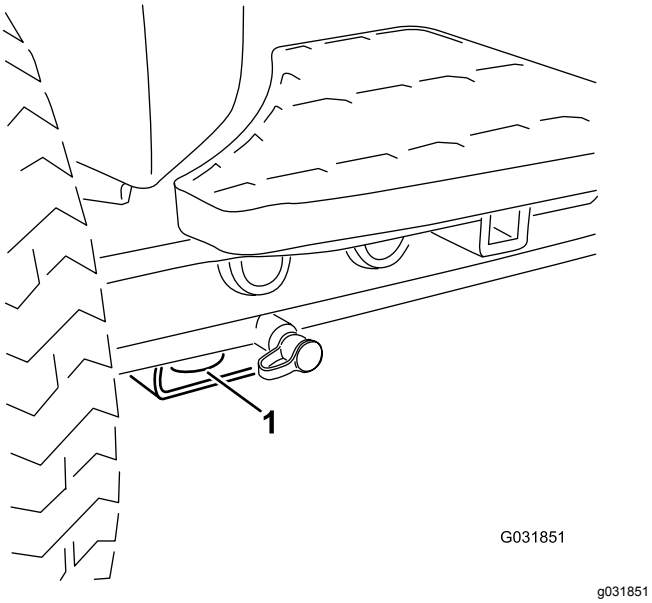
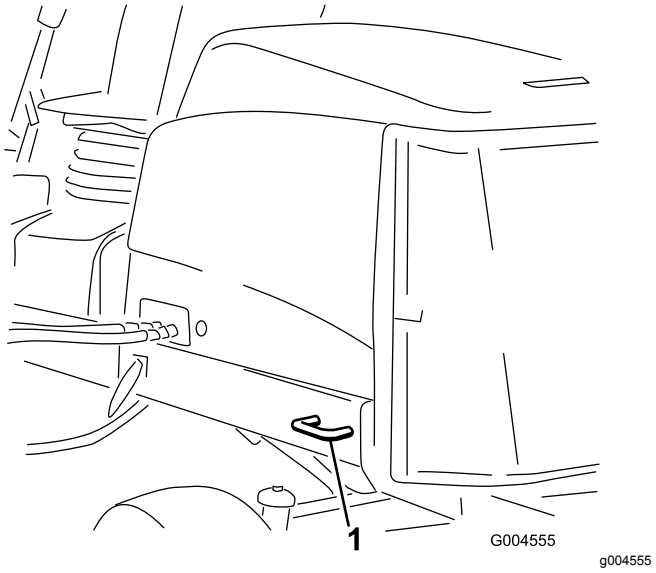

Figur 69
Figur 70
- Bind fast maskinen så att den sitter säkert. Både de främre och bakre spännremmarna ska vara riktade nedåt och ut från maskinen. Se Figur 69 och Figur 70.
- Fram – hål i det fyrkantiga belägget under axelröret inuti båda framdäcken (Figur 69)
- Bak – på båda sidor av maskinen, på den bakre ramen (Figur 70)